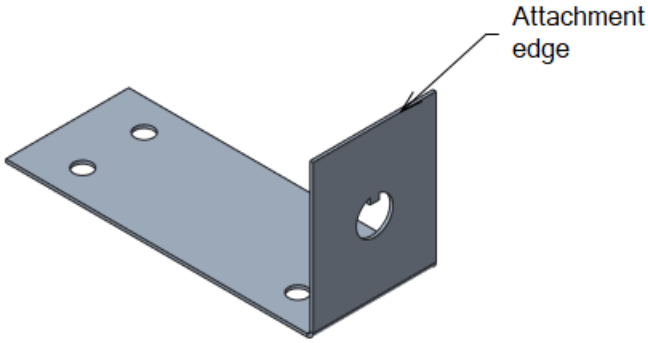

Figure 14-115 *The attachment edge for the flange wall*
2. Select the attachment edge, as shown in Figure 14-115; the preview of the flange wall is displayed in the drawing area.